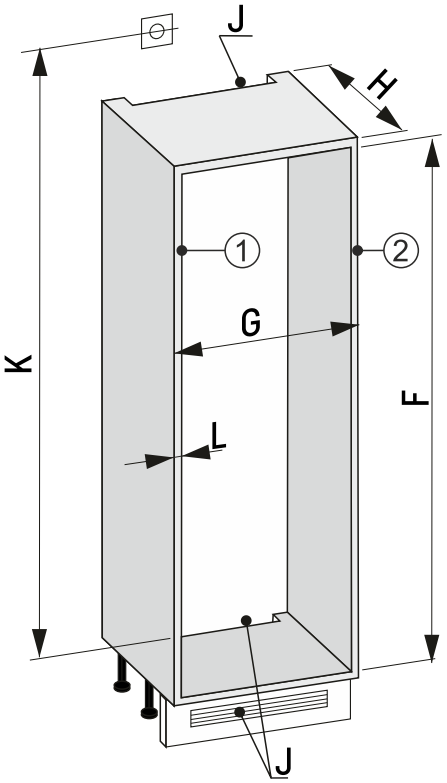

Fig. 88 Nișă 30”
▶ Măsurați grosimea peretelui mobilierului *Fig. 88 (L)*.